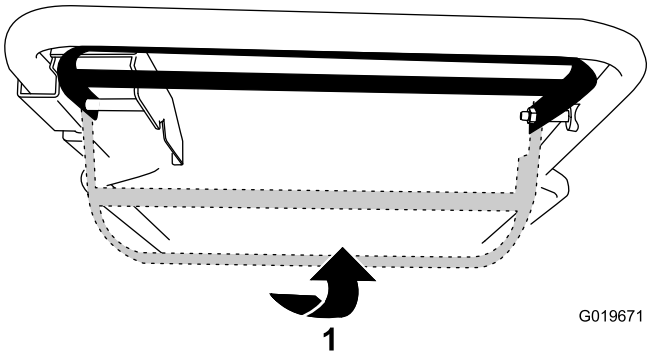

Figur 20
- Hev kontrollbøylen mot håndtaket for å bruke selvdriftsbøylen uten å koble inn knivene (Figur 20).
- Skyv kontrollbøylen helt til høyre og hev den mot håndtaket for å bruke selvdriftsbøylen og koble inn knivene (Figur 20).